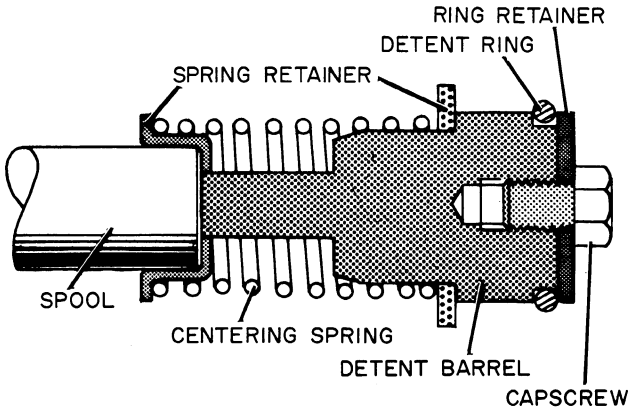

Figure D-13. Capscrew Design
1. Three methods of attaching the detent barrel and centering spring to the Lift Spools have been used, Figures 13 and 14 illustrate two of the methods used on Lift Spools that have Retained in Raise and Float Features. To disassemble either of these two assemblies, remove first either the cap screw or the role pin. Then remove the detent ring retainer, detent ring, detent barrel, centering spring and spring retainer, Figures D-13 and D-14.